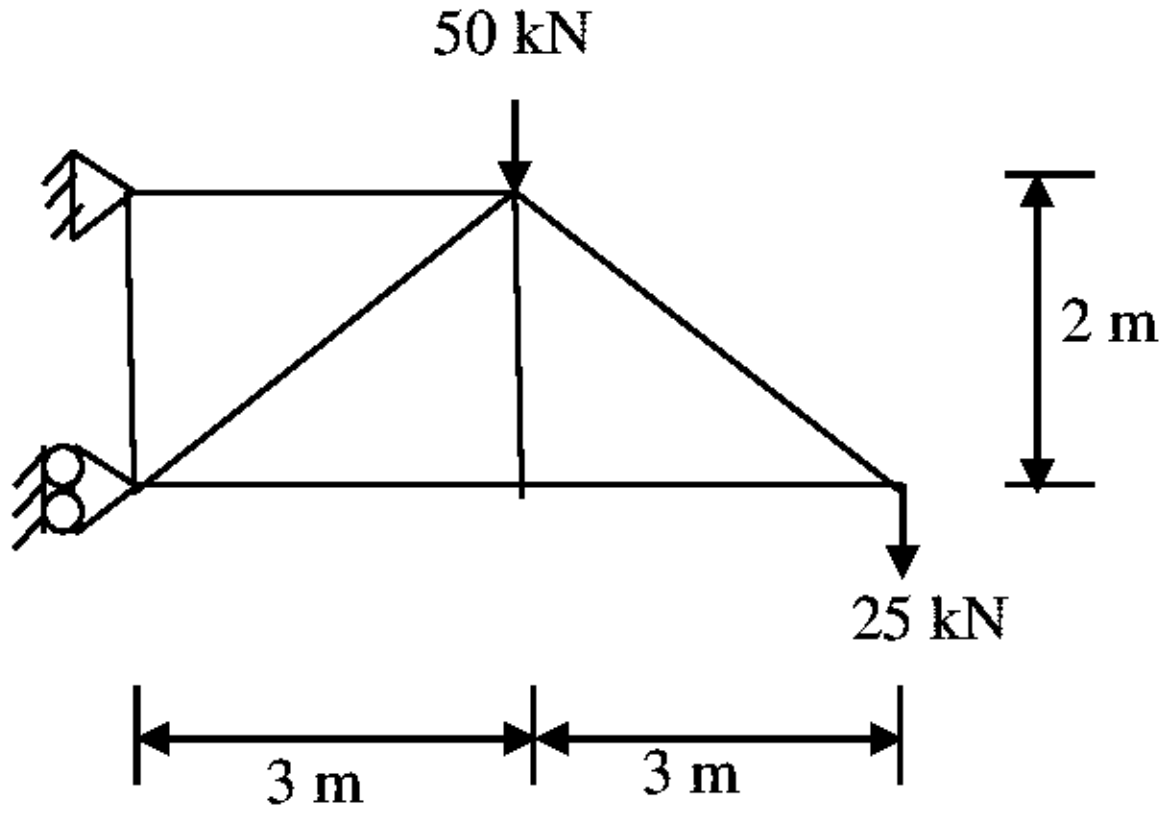

Fig. 6
(b) Find forces in all the members of a truss of fig.6 by method of joint. **08**
Q.5 (a) Find forces in all the members of a truss of fig.6 by graphical method. **08**